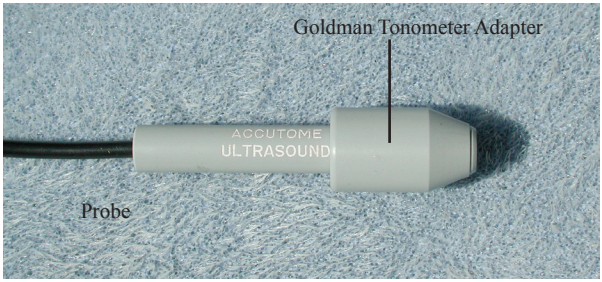

Figure 3-10 Probe with Goldman Tonometer Adapter
1. Slide the adapter over the end of the probe as shown in Figure 3-10 below.